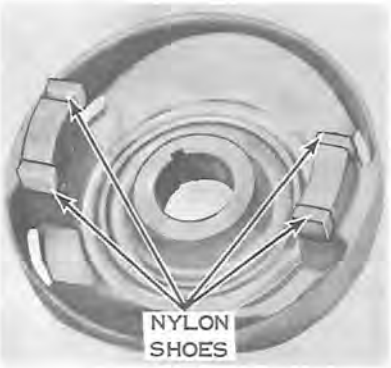

Figure 9-11. (1965)
b. Install nylon shoes in spring cap (see Figures 9-11 and 9-12). Place spring and movable pulley half on shaft. Install retaining ring. NOTE: (1965 models) Shoes must fit in two slots on movable pulley half.